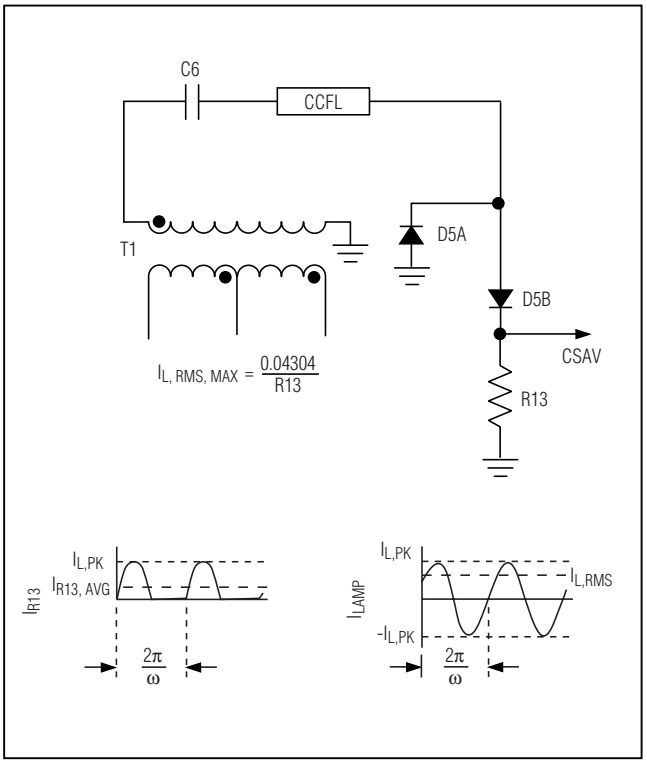
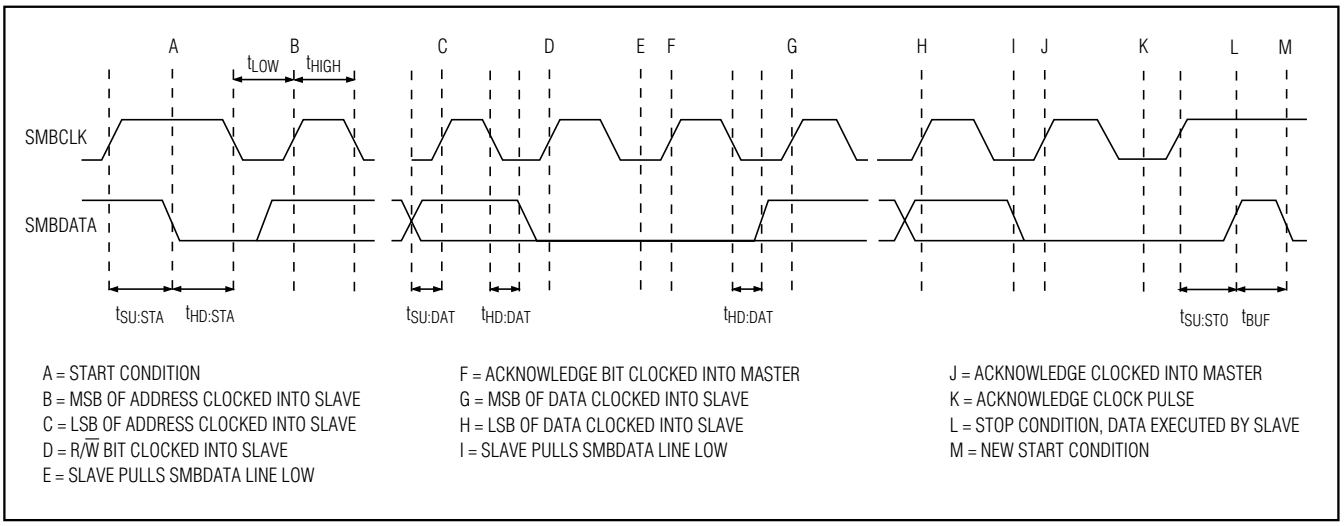

Figure 10. Current-Sense Waveforms
Figure 12. SMBus Write Timing
The MAX1739/MAX1839 regulate the average current through the CCFL. The current is sensed through the sense resistor (R13) at CSAV. The voltage at CSAV is the half-wave rectified representation of the current through the lamp (Figure 10). The MAX1739/MAX1839 regulate the average voltage at CSAV ($I_{R13,\ AVG} \times R13$) and are controlled by either the analog interface or the SMBus interface. To set the maximum lamp current, determine R13 as follows:
Communication starts with the master signaling the beginning of a transmission with a START condition, which is a high-to-low transition on CRF/SDA while CTL/SCL is high. When the master has finished communicating with the slave, the master issues a STOP condition (P), which is a low-to-high transition on CRF/SDA while CTL/SCL is high (Figures 10, 11). The bus is then free for another transmission. Figures 12 and 13 show the timing diagram for signals on the 2-wire interface. The address byte, command byte, and data byte are transmitted between the START and STOP conditions. The CRF/SDA state is allowed to change only while CTL/SCL is low, except for the START and STOP conditions. Data is transmitted in 8-bit words and is sampled on the rising edge of CTL/SCL. Nine clock cycles are required to transfer each byte in or out of the MAX1739 since either the master or the slave acknowledges the receipt of the correct byte during the ninth clock. If the MAX1739 receives its correct slave address followed by $R\overline{W}$ = 0, it expects to receive 1 or 2 bytes of information (depending on the protocol). If the device detects a start or stop condition prior to clocking in the bytes of data, it considers this an error condition and disregards all of the data. If the transmission is completed correctly, the registers are updated immediately after a STOP (or RESTART) condition. If the MAX1739 receives its correct slave address followed by $R\overline{W}$ = 1, it expects to clock out the register data selected by the previous command byte.